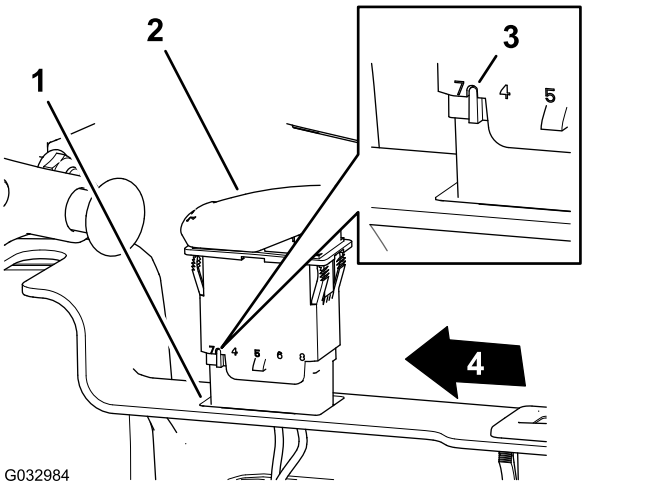

Figure 23
5. Align the switch so that the notch in the switch body is toward the left side of the control panel (Figure 23).
6. Insert the switch into the opening in the control panel until the switch snaps securely into the panel (Figure 23).